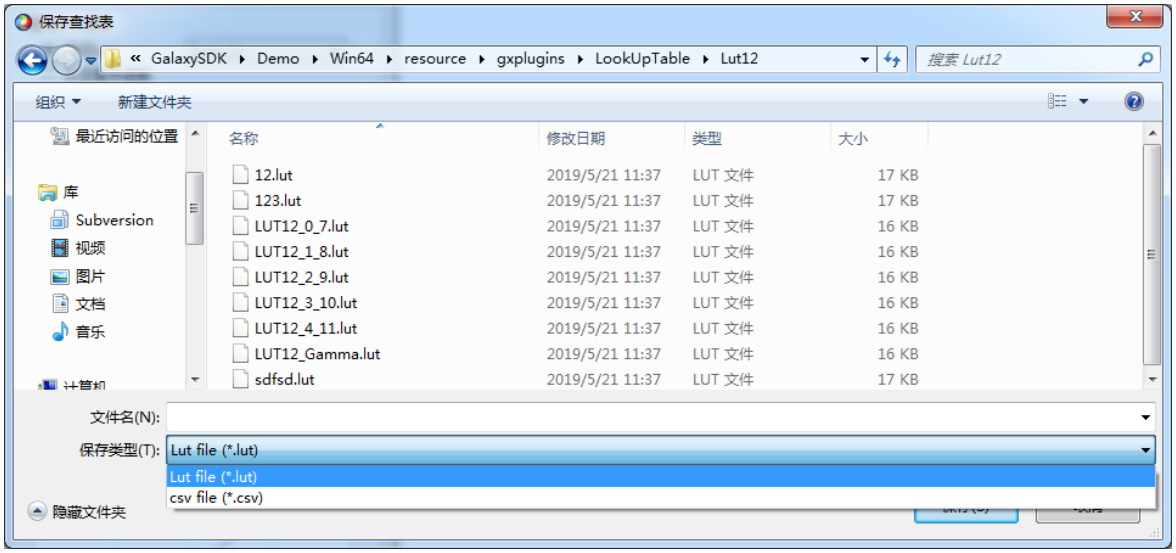

图 9-11 Lut 保存到文件
1) 选择 Lut 保存到文件中时，可以将当前的 Lut 查找表数据保存到本次文件中，保存的文件包含两种格式 lut 和 csv，如图 9-11 所示：